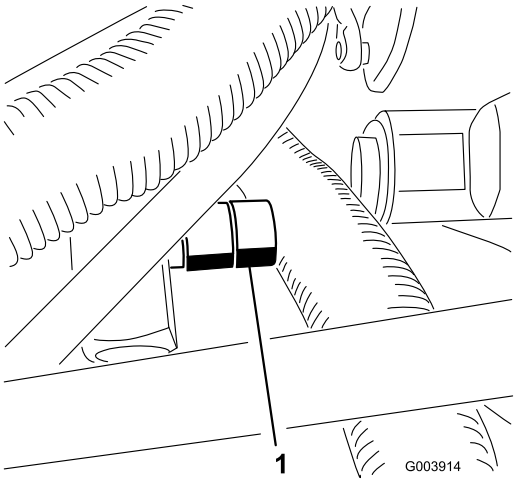

Figur 75
1. Find ventilen på gennemstrømningsfordeleren (under fodstøtten) (Figur 75).